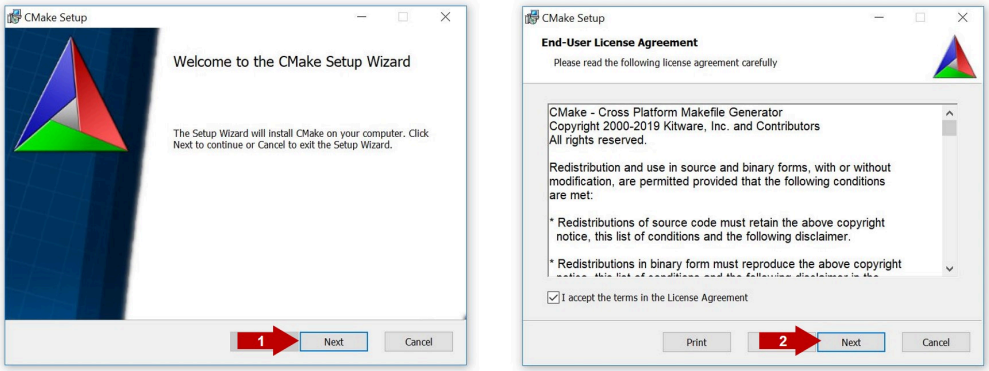

Figure 75. CMake installation wizard
5. The CMake installation wizard will open. Click (1) ***Next*** and (2) **accept** the End-User License Agreement as shown in Figure 75: